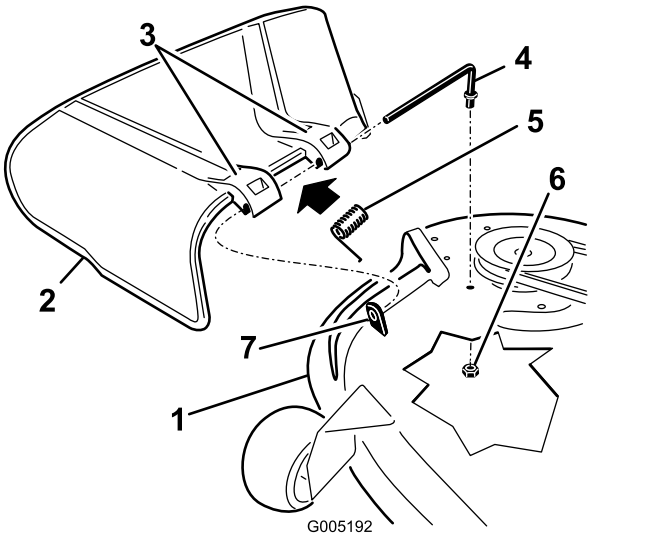

Figur 65
1. Fjern møtrikken (⅜ tomme) fra stangen under plæneklipperen (Figur 65).
2. Skub stangen ud af det korte afstandsstykke, fjederen og græsdeflektoren (Figur 65).
4. Udskift græsdeflektoren (Figur 65).
7. Skub stangen gennem det andet græsdeflektorbeslag (Figur 65).
9. Fastgør den bageste ende af stangen i plæneklipperen med en møtrik (⅜ tomme), som vist i Figur 65.